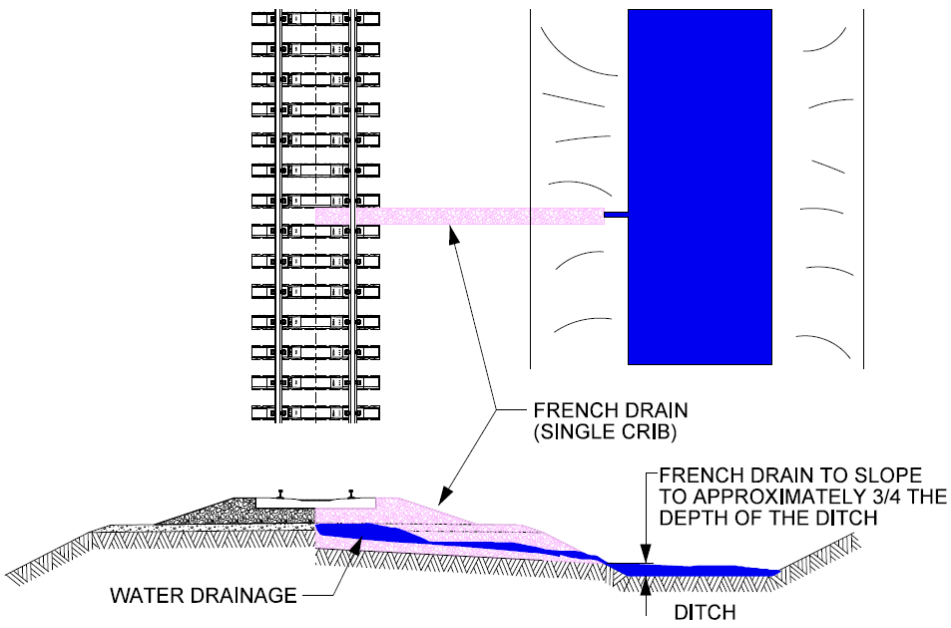

Figure 3-H-1
- In areas where mud or fouled ballast re-appears, inspect the location for the root cause. A potential source of the problem is poor drainage in the area. It may be necessary to dig in trench drains or lateral pipes to allow trapped water to exit the track bed. See Figure 3-H-1 for an example of trench drains.